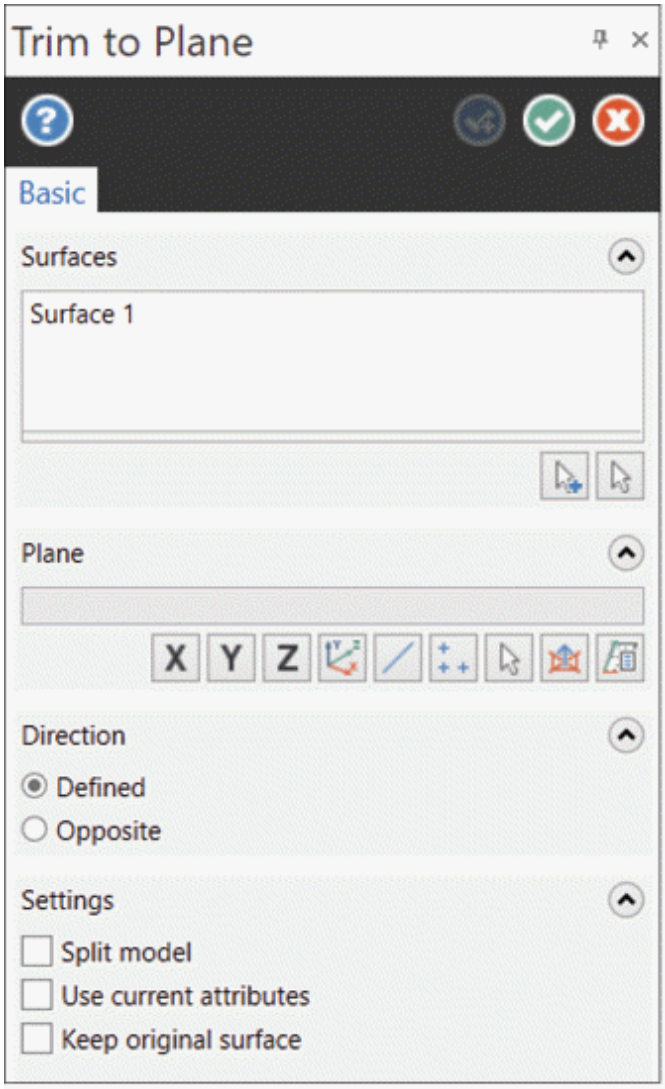

Figure-45. Trim to Plane Manager
- Select desired surfaces and press **ENTER**. The **Trim to Plane Manager** will be displayed; refer to Figure-45.